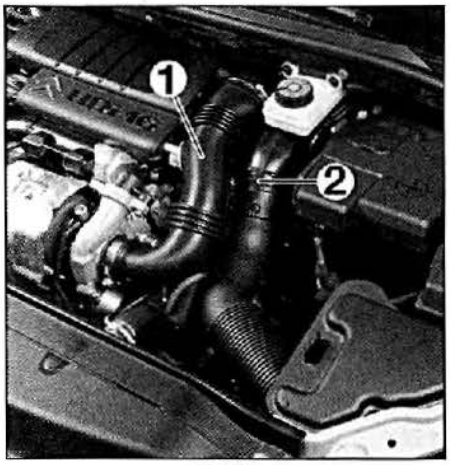

FIG. 20
• Desmontar los tubos de aire (1) y (2) **(fig. 20)**.